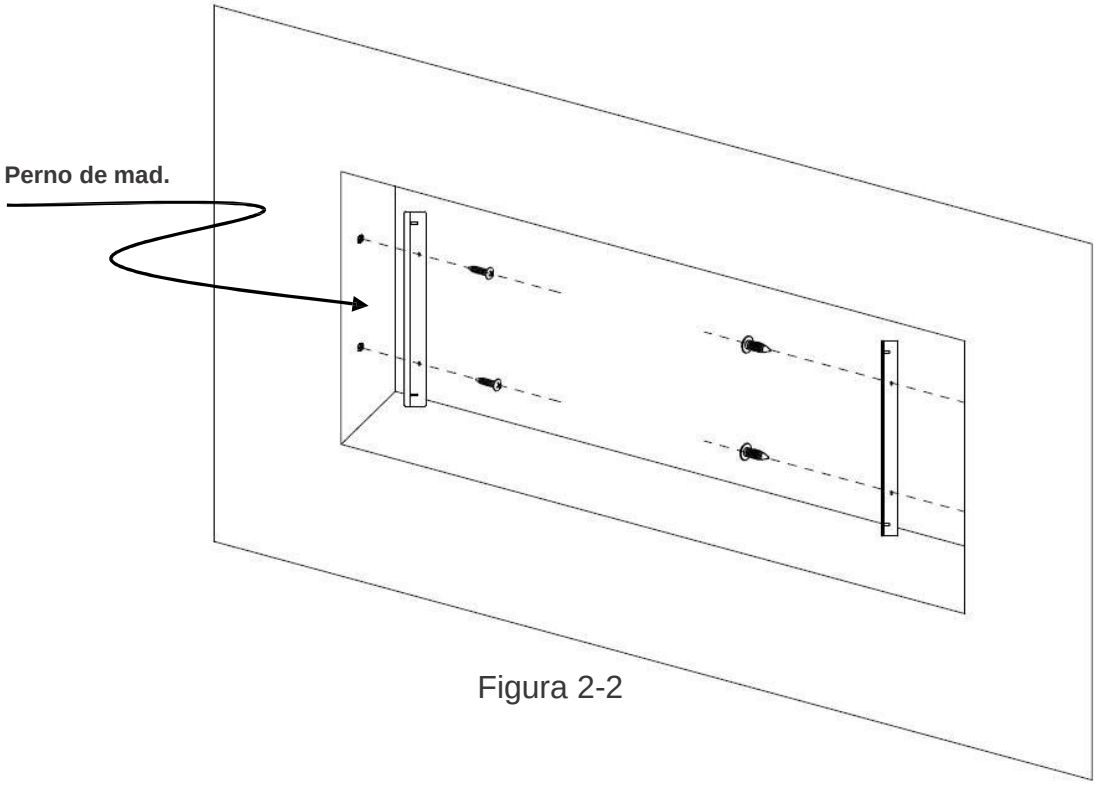

Figura 2-2
C. Fijar los dos soportes de metal (1 por lado), con 4 tornillos (suministrados) a través de perno de madera. **(Figura 2-2)**